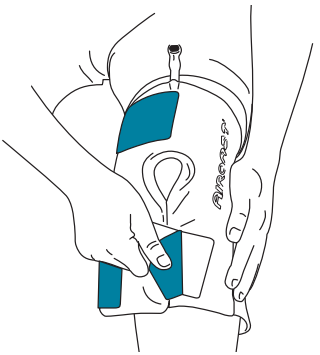

Figur 2
2. Påfør alltid TOM Cryo/Cuff (Figur 2) 142
2. Påfør alltid TOM Cryo/Cuff (Figur 2)